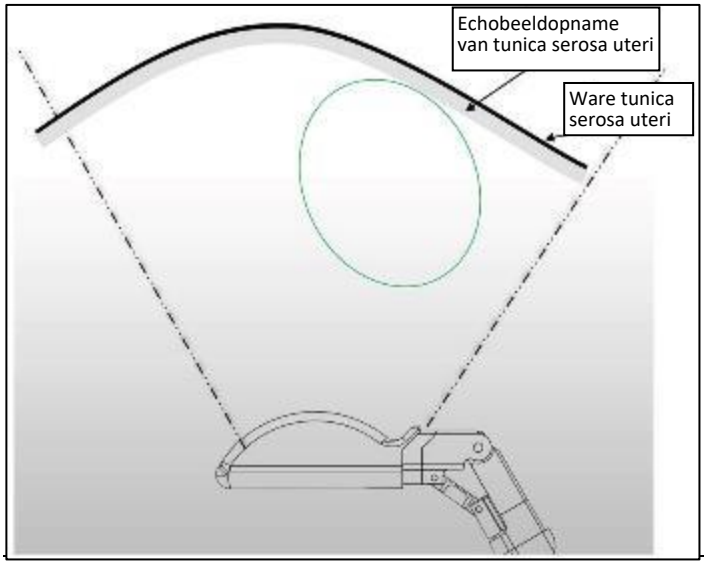

Afbeelding 4-13 Echobeeld van tunica serosa kan verdikt zijn in de richting van de transducer als gevolg van de eindige coupedikte.
- Houd de thermische veiligheidsgrens (buitenste groene ellips) altijd aan de binnenkant van de rand van de tunica serosa uteri om de veiligheidsmarge in stand te houden. Door de fysische eigenschappen van echografie kan de marge van de tunica serosa uteri een ‘dikke’ rand op het echobeeld lijken te hebben. Om te voorkomen dat organen naast de tunica serosa uteri letsel oplopen, mag de thermische veiligheidsgrens zich nooit uitstrekken voorbij het binnenste gedeelte van de marge van de tunica serosa uteri, zoals afgebeeld in afbeelding 4-13.